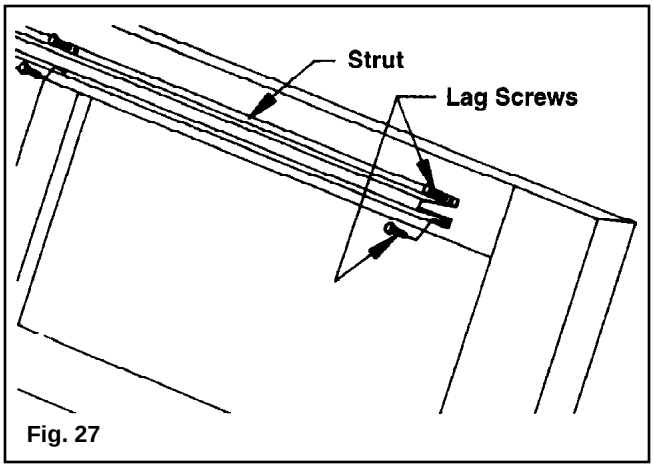

Fig. 27
**NOTE:** Install the last short strut on models with three struts by centering the strut 1" to 1$^1/_2$" from the top of the section. Drill $^5/_{32}$" pilot holes and install $^1/_4$" x 1" lag screws. (FIG. 27)